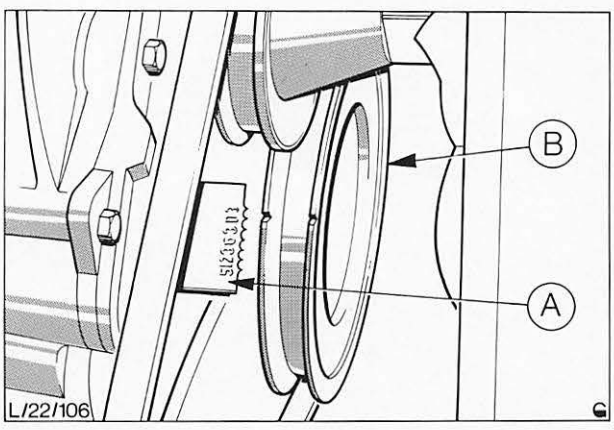

Abb. 23 Kurbelwelle auf OT gedreht
6. Zündzeitpunkt überprüfen und, falls erforderlich, gemäß unten beschriebenem Vorgang einstellen, Abb. 23.